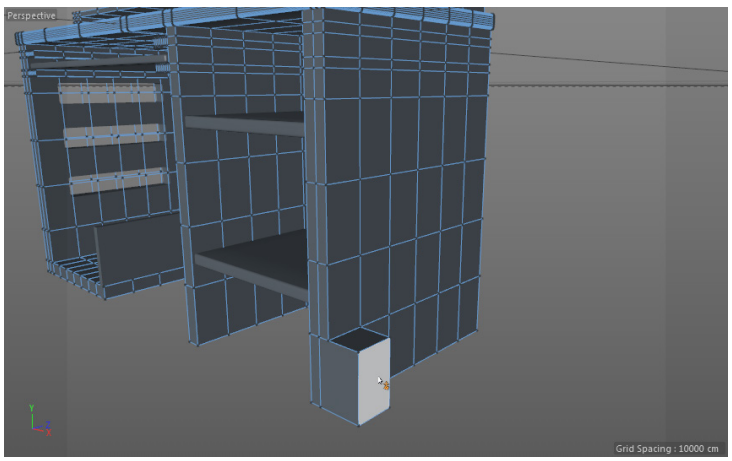

Figure 3-53 *Dragging the highlighted polygon*
3. Hold the CTRL key and drag the highlighted polygon, as shown in Figure 3-53.